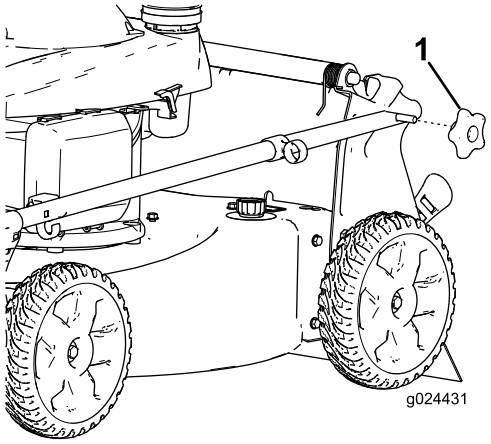

Figura 3
1. Retire los pomos del manillar de la carcasa de la máquina (Figura 3).